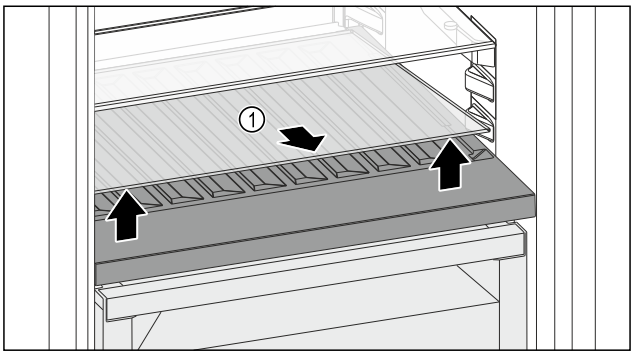

*Fig. 164*
▶ Glasplaat *Fig. 164 (1)* bij de uitsparing aan de voorzijde optillen en verwijderen.
▶ Glasplaat *Fig. 164 (1)* goed bewaren buiten het apparaat.